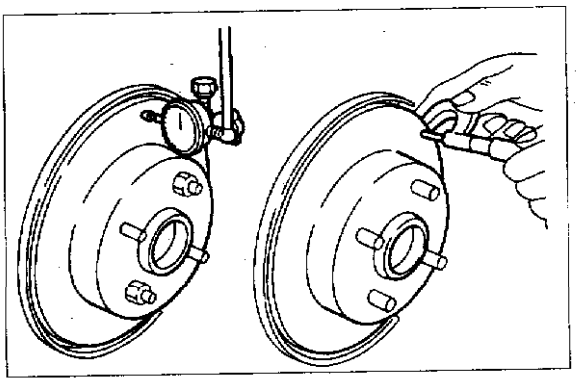

图 8－2－25
(1) 保证转子和轮毂至少有两个螺栓连接。
(2) 车轮轴承的轴向间隙应在规定范围内。见图 8－2－25，用百分表测量的轴向跳动量（不超过 0.05mm）。